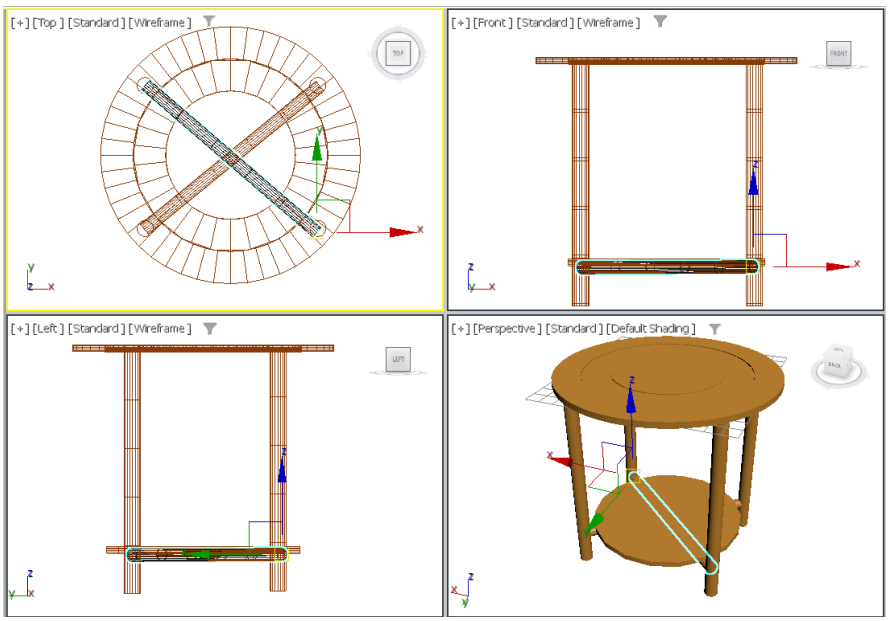

Figure 2-58 *Alignment of support002 with base01*
7. In the Top viewport, copy *support01* by using the **Clone Options** dialog box as described earlier; *support002* is created. Now, align it with *base01* using the **Select and Move** and **Select and Rotate** tools, refer to Figure 2-58.